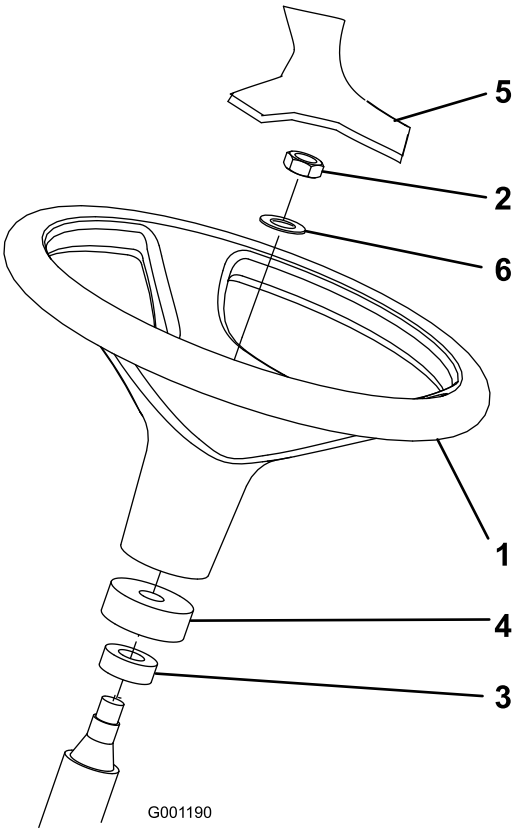

Figuur 3
1. Verwijder het stuurwiel van de transportsteun (Figuur 3).
Opmerking: Controleer of de schuimrubberen kraag en de stofkap op de stuuras zitten (Figuur 3).
3. Schuif het stuurwiel en de ring op de stuuras (Figuur 3).
5. Plaats de kap op het stuurwiel (Figuur 3).